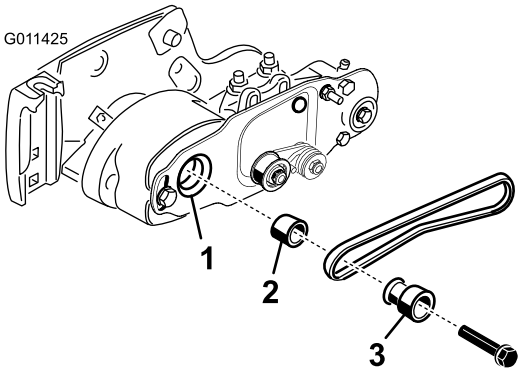

Figura 16
4. Mientras gira el molinete, que hará girar a su vez la polea motriz, haga palanca para retirar la correa de la polea motriz (Figura 16).
5. Retire el perno que sujeta la polea motriz del cepillo del rodillo al eje del alojamiento del cojinete (Figura 16).
6. Retire la polea motriz del cepillo del rodillo y el espaciador del eje (Figura 16).